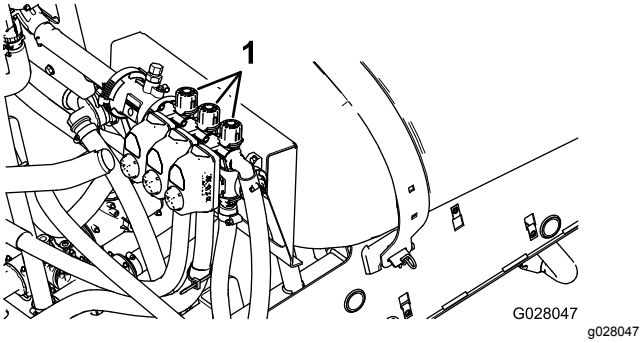

**Figur 86**
2. Slå av venstre seksjonsbryter og juster seksjonsomløpventilen (Figur 86) helt til trykkmålingen er ved det forrige justerte nivået (vanligvis 2,76 bar).
4. Juster den høyre seksjonsomløpsventilen (Figur 86) helt til trykkmålingen er ved det forrige justerte nivået (vanligvis 2,76 bar).
6. Juster den midtre seksjonsomløpsventilen (Figur 86) helt til trykkmålingen er ved det forrige justerte nivået (vanligvis 2,76 bar).